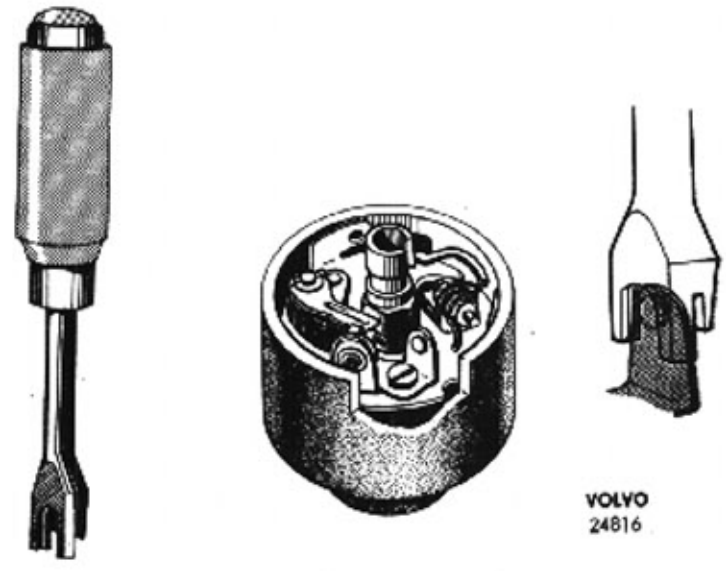

Bild 34-12. Justering av kontakternas anliggning
5. Kontrollera att kontakterna då de är slutna ligger mitt för och plant mot varandra. Erfordras justeringar i detta avseende skall endast den fasta kontakten skränkas. Skränkning görs med ett skränkverktyg, exempelvis Bosch V 424 eller liknande. Se bild 34-12.
5. Vid byte av kontakter skett, se till att de nya kontakterna ligger rätt i höjdled samt att de planar vänd mot varandra. Planskränkningen sker med skränkverktyg (exempelvis Bosch V 424 eller likn) Endast den fasta kontakten får böjas, se bild 34-12. Justera avståndet och kontrollera kontakttrycket.